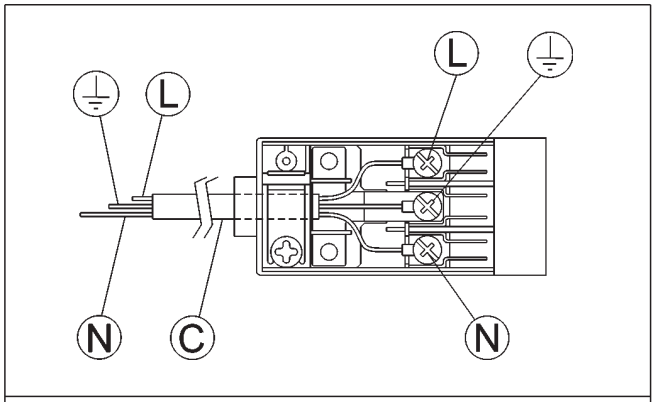

AFB. 11
- monteer op de voedingskabel “C”, indien niet voorzien, (zie afb. 11) een genormaliseerde stekker die geschikt is voor de belasting die vermeld staat op het etiket. Sluit de draden aan volgens het schema van afb. 11 en let op de hieronder gegeven overeenkomsten: